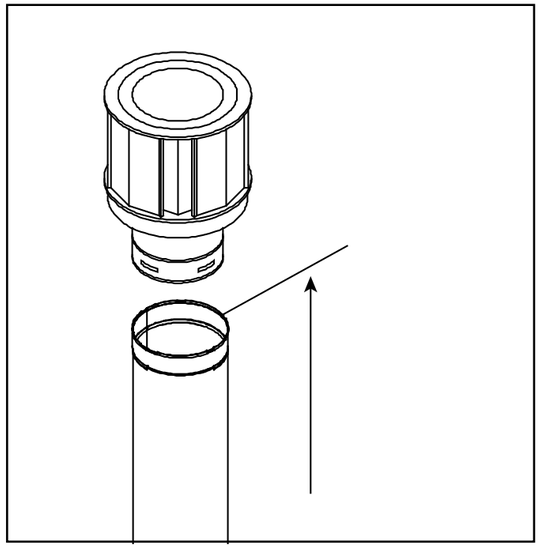

Figure 4.9 Mesure à l'extrémité supérieure de la dernière section du tuyau
- Les extrémités verticales doivent être mesurées à partir de l'extrémité supérieure de la dernière section du tuyau. Voir la figure 4.9.